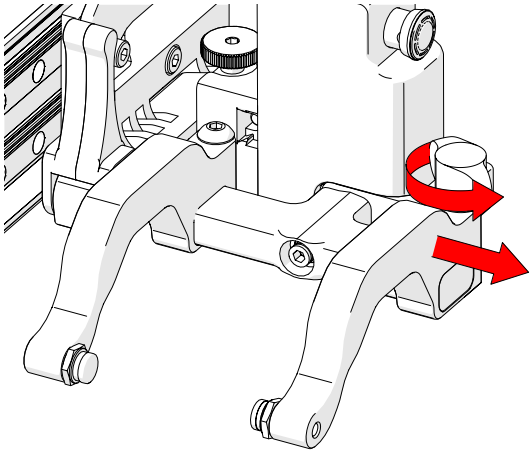

Fig. 99 - Remove outer arm
3. Loosen the probe holder adjustment knob and remove the outer probe holder arm *(Fig. 99)*.
5. Place the wedge on the pivot button of the inner probe holder arm *(Fig. 99)*.